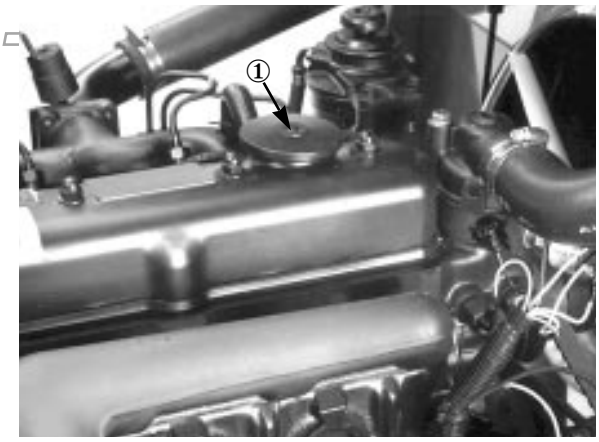

Fig. 3
4. Se l’olio è sotto la tacca di pieno togliere il tappo di riempimento (Fig. 3) e rabboccare con olio SAE 10W-30 fino alla tacca di pieno. NON RIEMPIRE TROPPO. Capacità coppa dell’olio 6,5 litri con filtro.